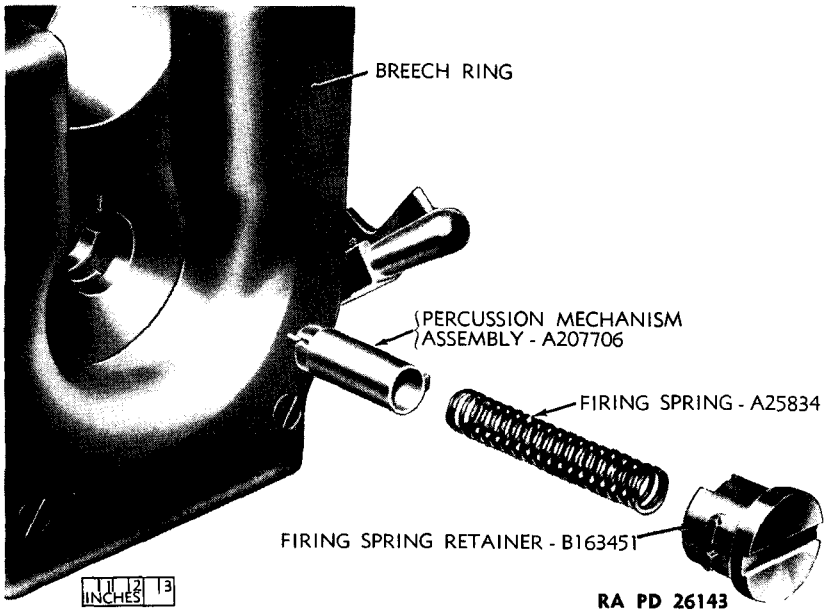

Figure 40 — Removing Firing Spring Retainer and Firing Spring
b. Removal of Firing Spring Retainer and Firing Spring (fig. 40). See paragraph 54 e.